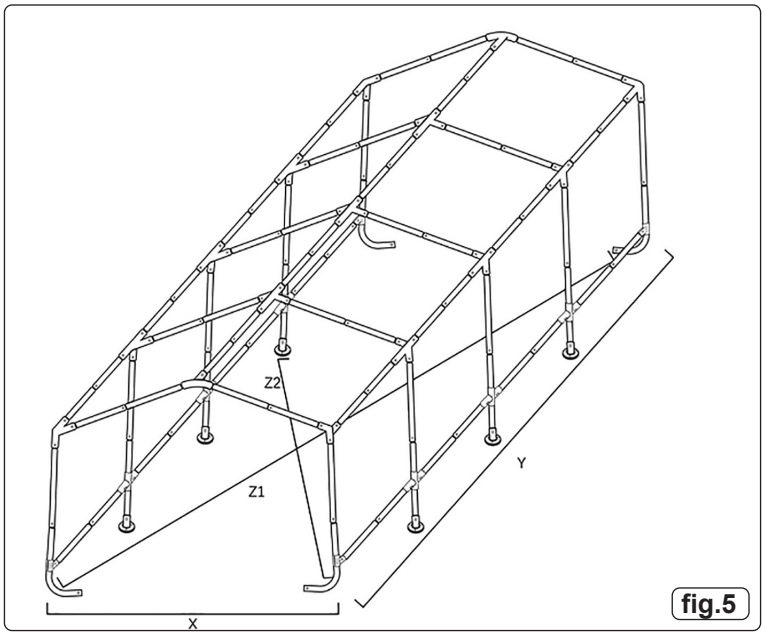

fig.5
5.2. SURVEY FOR SQUARENESS (fig.5)